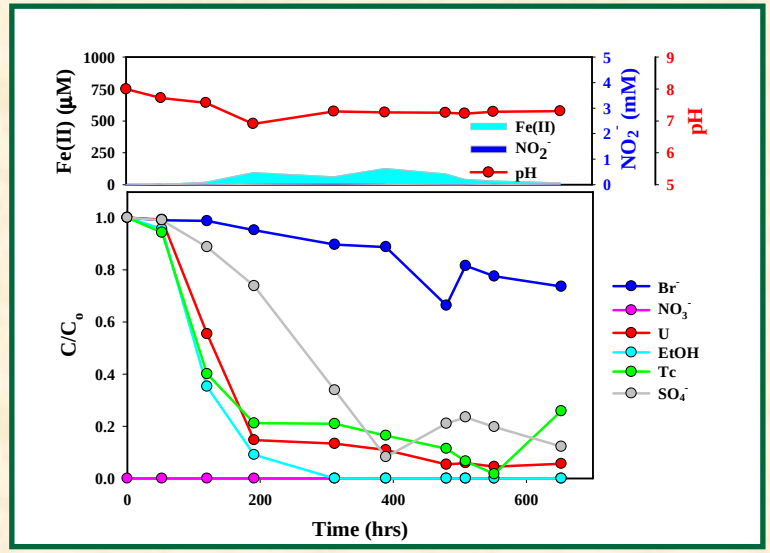

Figure 1. *Results of OSU push-pull test showing removal of U, Tc and nitrate at FRC Area 2 Field Plot due to microbial activity.*
- **Laboratory studies indicate that bioremediation techniques can be used to transform metals and radionuclides to less mobile forms. Recent *in situ* studies conducted at the FRC confirm that reduction of dissolved Tc and U is possible in the field (see figure 1).**